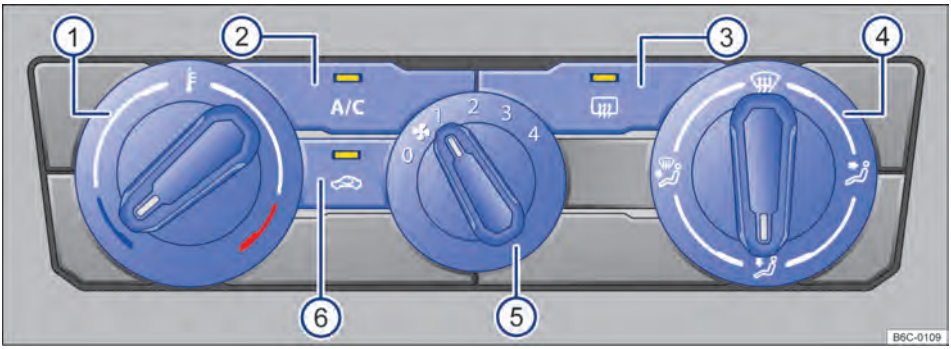

Fig. 82 Comandos do ar-condicionado. ▶
– *Ar-condicionado:* girar o regulador do ventilador para o nível **0** → Fig. 82 ⑤.
– *Ar-condicionado:* pressionar o botão A/C → Fig. 82 ② para ligar e desligar o funcionamento da refrigeração.
– *Ar-condicionado:* girar o regulador rotativo esquerdo → Fig. 82 ①.
– *Ar-condicionado:* girar o regulador do ventilador → Fig. 82 ⑤.
– *Ar-condicionado:* pressionar o botão → Fig. 82 ⑥.
– *Ar-condicionado:* girar o regulador da direita → Fig. 82 ④ para posição desejada.
– *Ar-condicionado:* girar o regulador direito para a posição → Fig. 82 (4).
– *Ar-condicionado:* pressionar o botão → Fig. 82 (3).